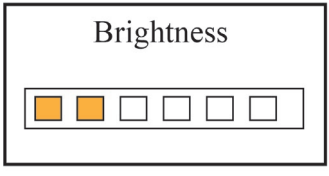

Figura 4.10A Configuración de Brillo
- Brightness (brillo): Para ajustar el brillo de la retroiluminación, hay 6 niveles de opciones, el valor predeterminado de fábrica es de nivel 3, como se muestra en la Figura 4.10A.